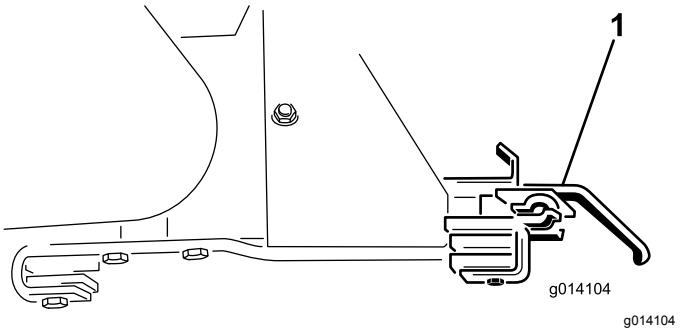

Figur 59
18. Afmonter de 2 tilbehørsbeslag (Figur 59).